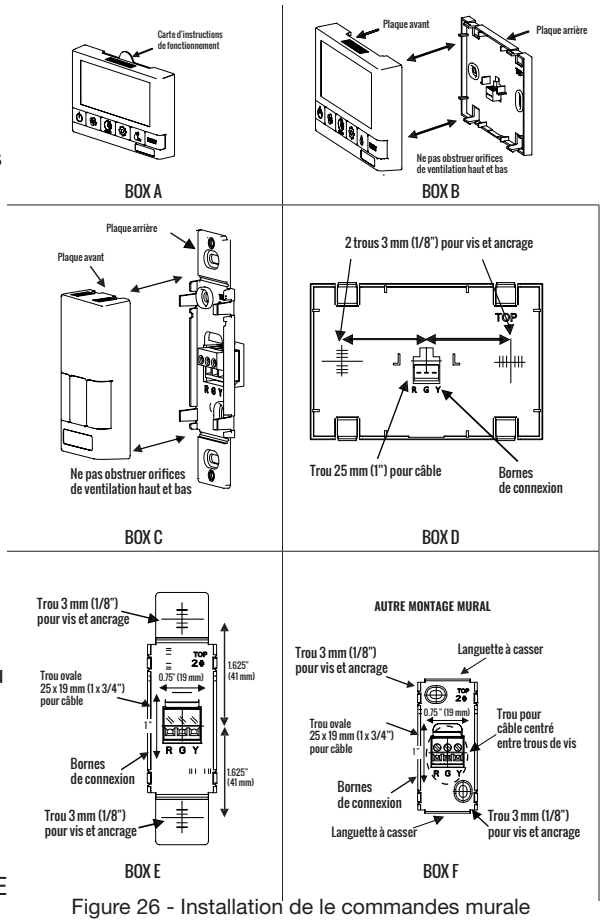

Figure 26 - Installation de le commandes murale
1. Pour la commande GDXPL03 Deluxe, retirez la carte d'instructions du dessus de la commande (fig. 26, case A).
2. Séparez la plaque avant de la plaque arrière en la tirant fermement (fig. 26, cases B ou C). Veillez à ne pas endommager les broches de contact de la plaque avant.
3. Pour la commande GDXPL03 Deluxe, placez la plaque arrière de la commande à l'endroit voulu sur le mur et marquez au crayon les trous de vis à droite et à gauche (fig. 26, case D).
4. Pour les commandes de base GBC02, GBC03 ou GBC04, placez la plaque arrière de la commande à l'endroit voulu sur le mur et marquez au crayon les trous de vis en haut et en bas (fig. 26, cases E ou F). Pour monter la commande sans plaque décorative, cassez les languettes supérieures et inférieures et reportez-vous à la fig. 26, case F, pour le montage.
5. Retirez la plaque arrière du mur et marquez le trou central pour les fils entre les trous de vis (fig. 26, cases D, E ou F pour les dimensions).
6. Percez 2 trous de 3 mm (1/8 po) pour les vis et les ancrages muraux (fig. 26, cases D, E ou F). Pour la GDXPL03 Deluxe, percez un trou de 25 mm (1 po) au centre (fig. 26, case D). Pour les GBC02, GBC03 et GBC04, percez un trou ovale de 19 x 25 mm (3/4 x 1 po) au centre (fig. 26, cases E ou F).
8. Connectez le rouge, le vert et le jaune aux bornes de la plaque arrière (fig. 26, cases D, E ou F).
10. Fixez la plaque frontale à la plaque arrière (fig. 26, cases B ou C). REMARQUE : veillez à aligner correctement la plaque frontale pour éviter d'endommager les broches de contact de la plaque frontale.
11. Pour la GDXPL03 Deluxe, replacez la carte d'instructions dans la commande (fig. 26, case A).